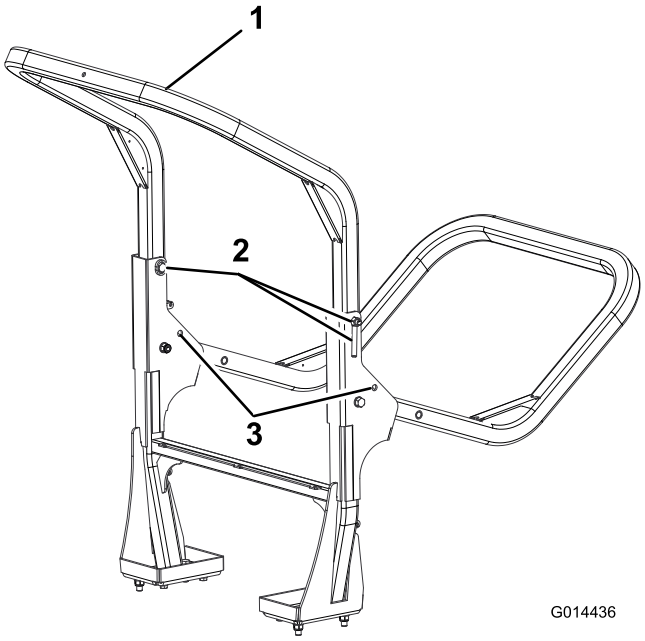

Figur 38
2. Stötta den övre ramens vikt samtidigt som du tar bort handmuttrarna, brickorna och fästbultarna från tappfästena (Figur 38).